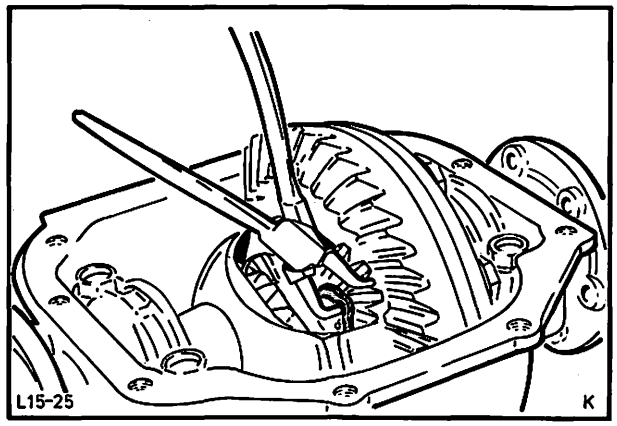

Abb. 46 Sicherungsringe – Antriebswellenflansche herausziehen
5. Sicherungsringe der Antriebswellenflansche entfernen und Antriebswellenflansche herausziehen, Abb. 46.